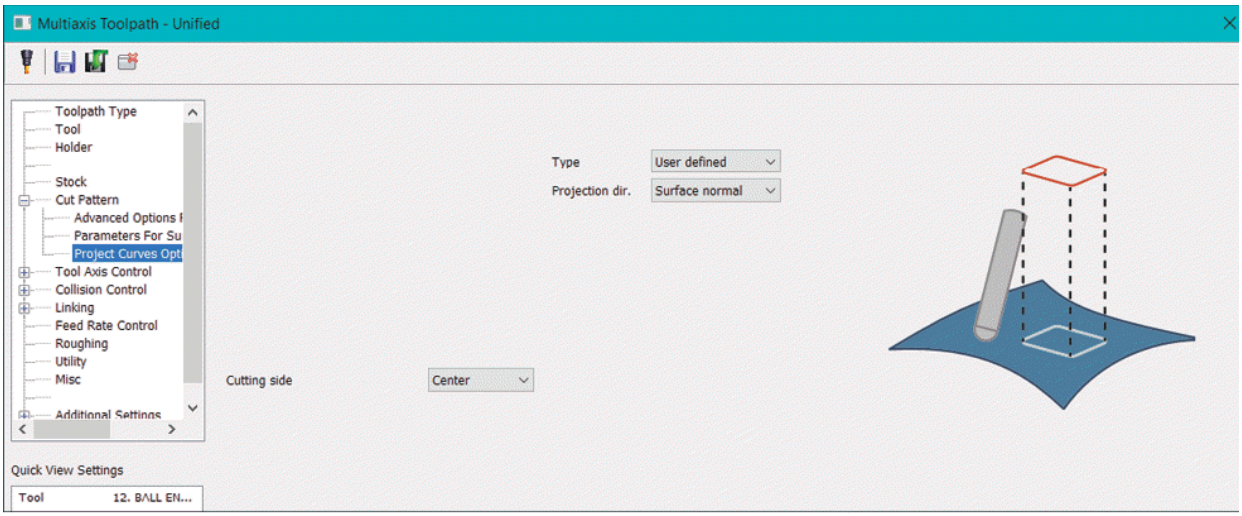

Figure-50. Project Curves Options page
- Select the **Project Curves Options** option from left area under **Cut Pattern** node. The page will be displayed as shown in Figure-50.